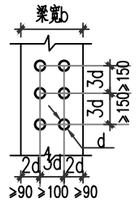

图8.4 梁上埋管间距平面图
8.4 水电等设备管道竖直埋设在梁内时，须符合图8.4的要求。埋管沿梁长度方向单列布置时，管外径d<b/6，双列布置时，d<b/12；埋管最大直径d≤50。若不满足上述条件，则施工方应通知设计单位进行处理。